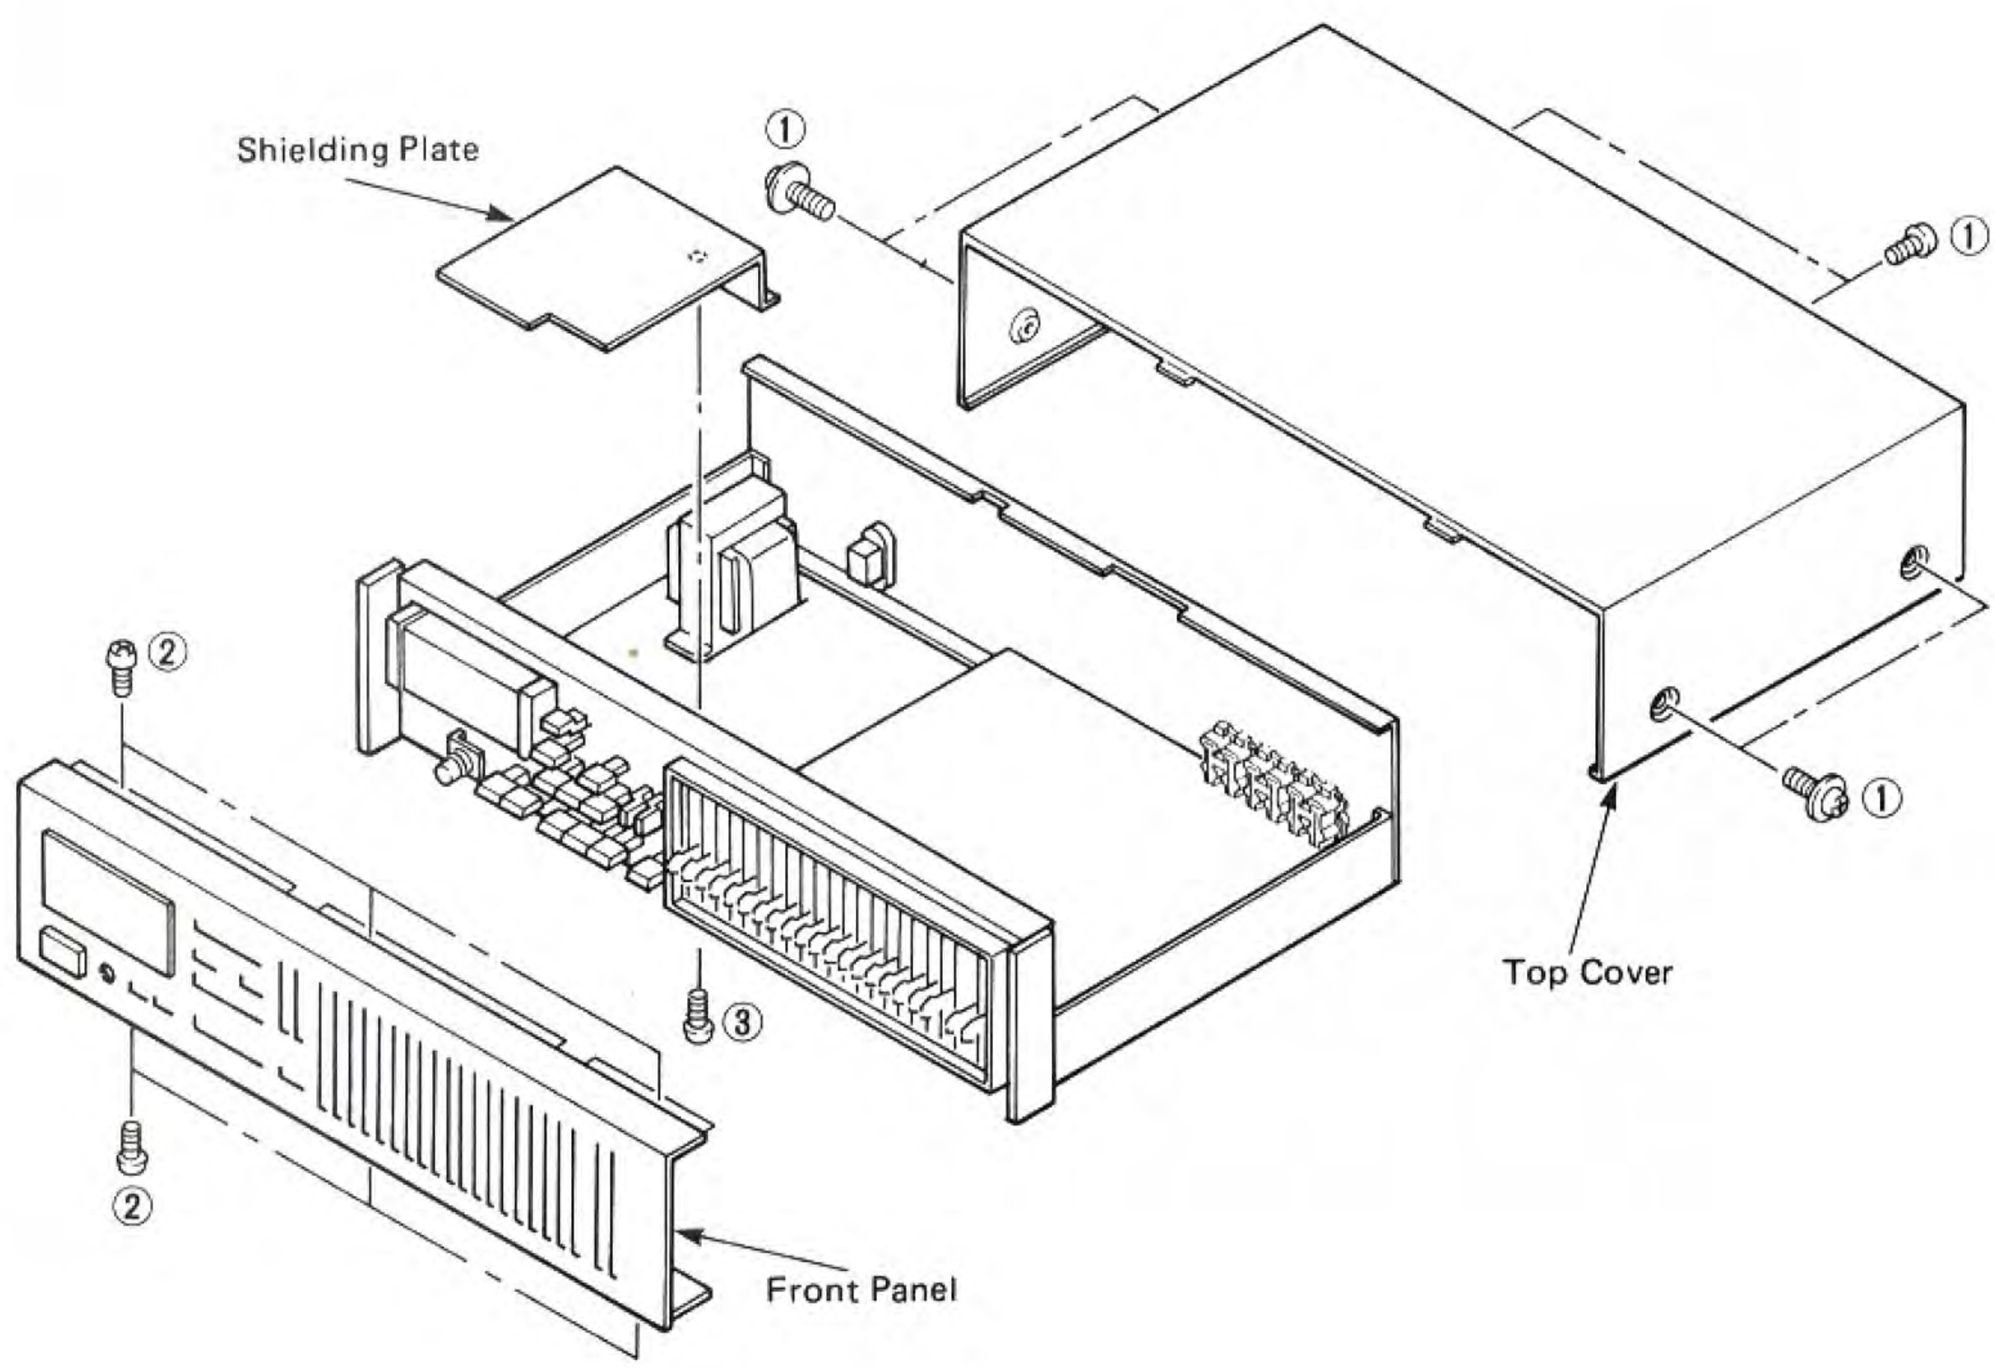

Fig. 1
Remove 6 screws (①) in Fig. 1, and raise the rear side of the Top Cover, and slide it back.
Remove 6 screws (②) in Fig. 1, and puli the Front Panel forward.
Remove screw (③) in Fig. 1, and remove Shielding Plate.